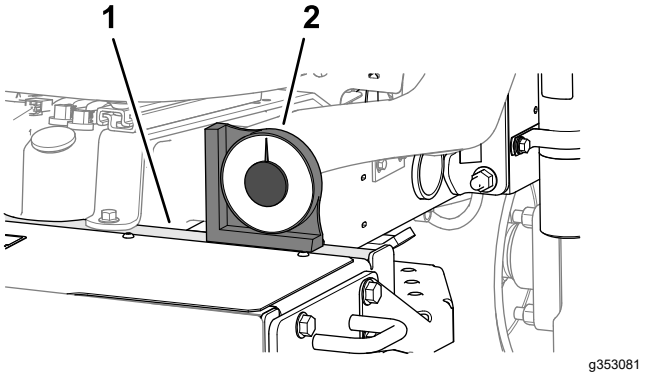

Figuur 6
2. Controleer of de machine horizontaal staat door een draagbare hoekindicator (geleverd bij de machine) op de dwarsstang van het frame bij de brandstoftank te plaatsen (Figuur 6).